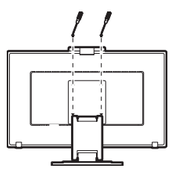

**Abbildung S.2**
4. Entfernen Sie zuerst die 2 Schrauben an der Unterseite (**Abbildung S.2**).